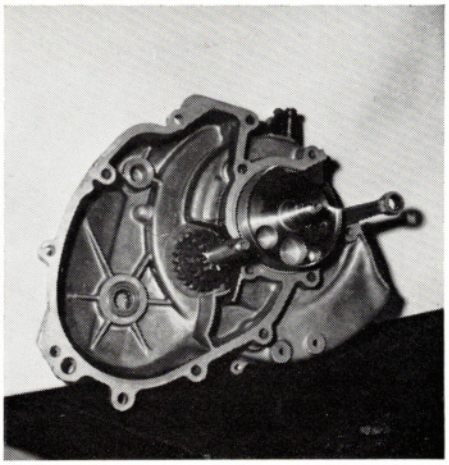

Bild 16: Kurbelwelle und Vorgelegewelle bleiben in der Gehäusehälfte, wenn die Hälften getrennt wurden.
20. Gehäusehälften durch leichte Gummihammerschläge trennen (Antriebswelle dabei etwas drehen, damit Getrieberadverzahnungen nicht hindern). Kurbelwelle und Vorgelegewelle bleiben im Gehäuse (Bild 16)!